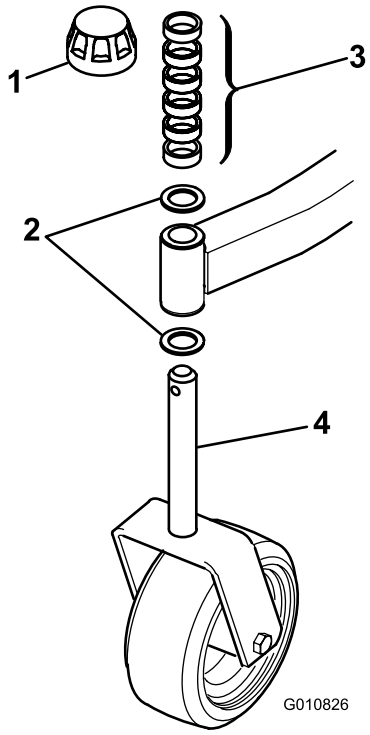
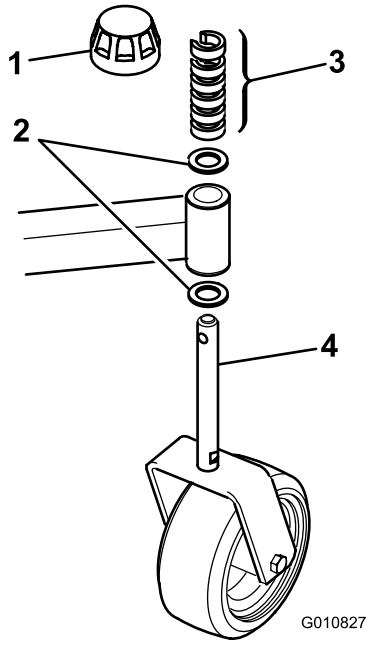

**Figure 2**
**Figure 3**
1. Retirez les chapeaux de tension des axes de pivot et retirez les entretoises et les rondelles de butée (Figure 2 et Figure 3).